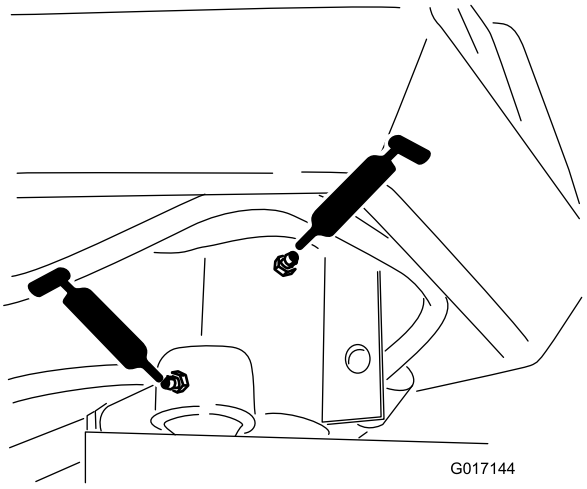

Figur 36
- Länkgaffelaxeln (1) (Figur 36)
- Styrcylinderns stavände (Figur 36)